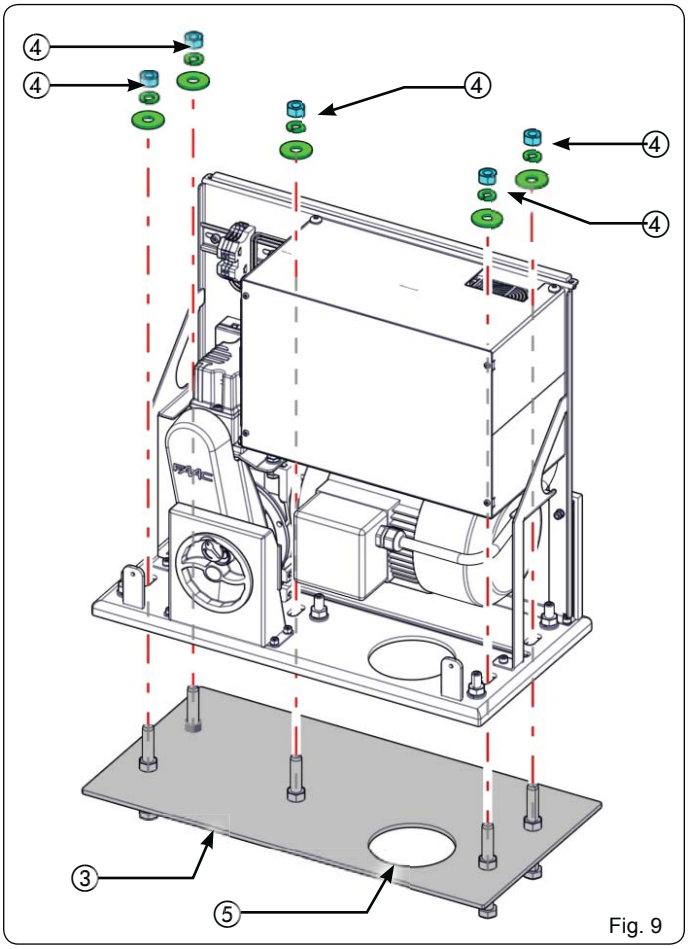
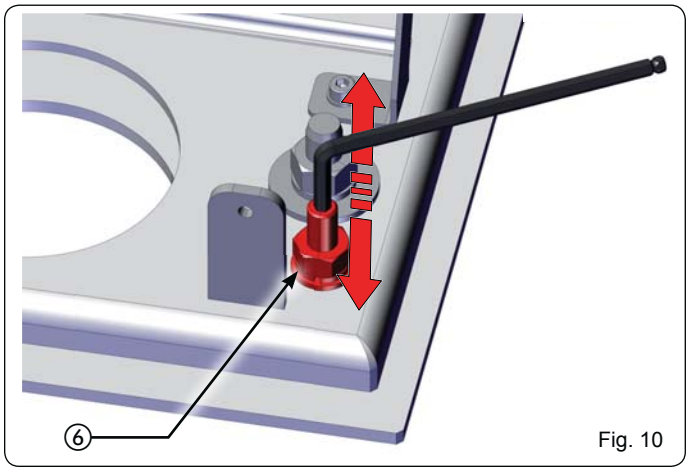
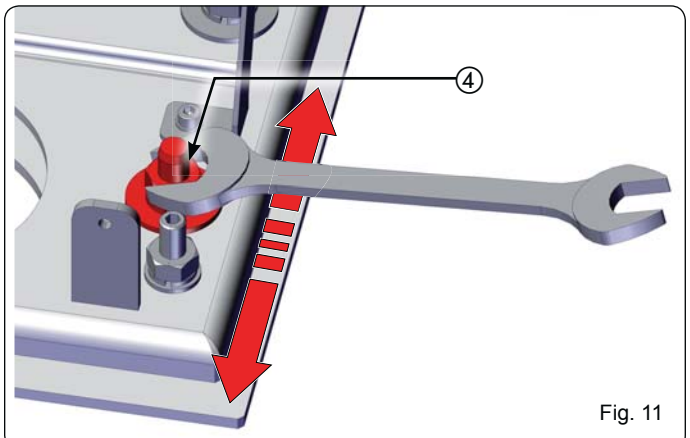
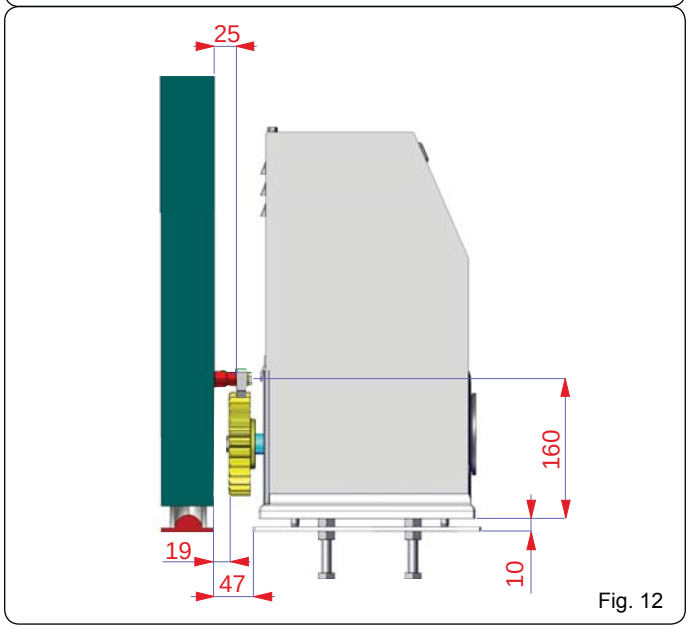

Fig. 9
Fig. 10
Fig. 11
Fig. 12
2. Positionner l'opérateur au-dessus de la plaque de fondation et visser sans serrer : les écrous et les rondelles grover fournis avec la plaque de fondation (non fournie) (Fig. 9 réf. ③ ④). Durant cette opération, faire passer les câbles à travers l'ouverture prévue à cet effet (Fig. 9 réf. ⑤).
3. Agir sur toutes les vis de réglage pour régler la hauteur du motoréducteur (Fig. 10 réf. ⑥), par rapport aux cotes de la Fig. 12.
5. Actionner le motoréducteur horizontalement pour en régler la distance de la crémaillère (Fig. 11), par rapport aux cotes de la Fig. 12.
6. Au terme du réglage, serrer temporairement les écrous (Fig. 9 réf. ④ et Fig. 10 réf. ⑥) :
Serrer les écrous de fixation (Fig. 9 réf. ④) à un couple de 80 Nm.
Serrer les écrous de fixation (Fig. 10 réf. ⑥) à un couple de 40 Nm.